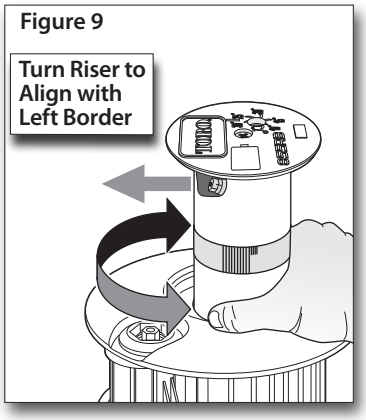

Figure 9
3. Align the nozzle turret with the left watering border by rotating the ratcheting riser assembly in either direction. See **Figure 9**.